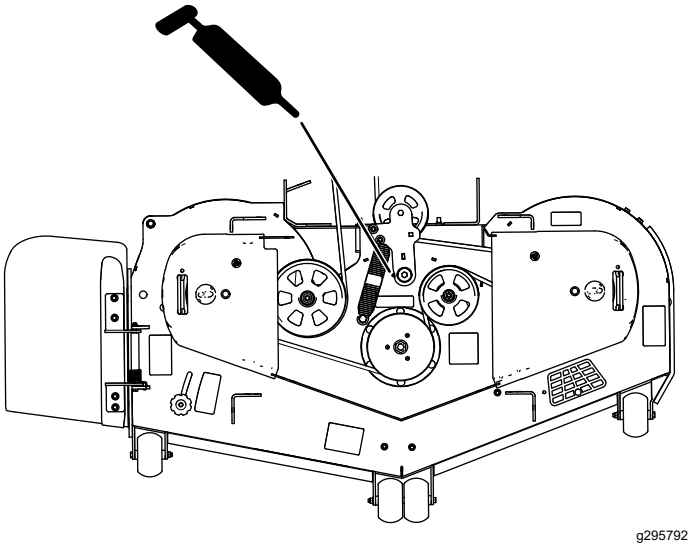
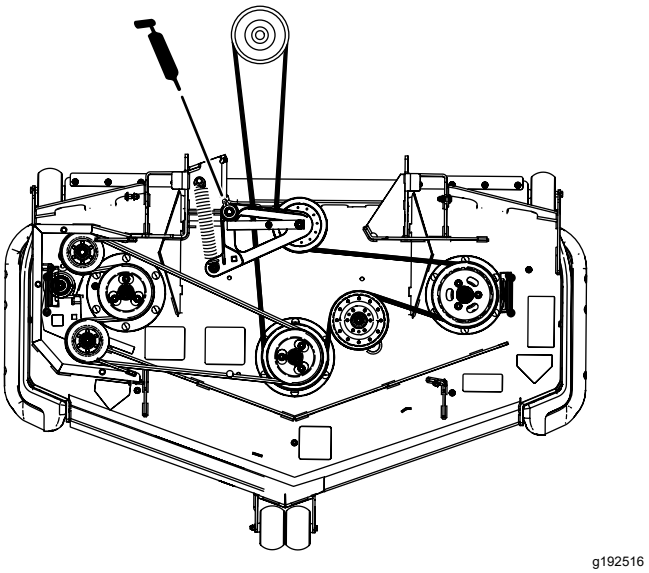

Figur 50
Figur 51
3. Smør klippeenhetens lederulltapper til smørefettet kommer ut fra undersiden (Figur 50 eller Figur 51).